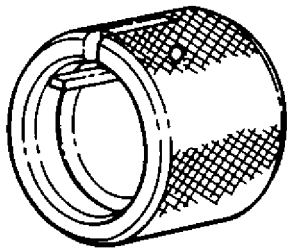
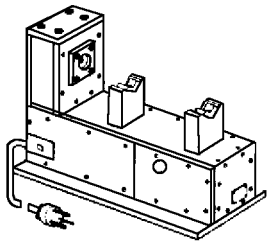

Figure 16. 6797786 Alignment Fixture
Figure 17. 6799575 Torquemeter Outer Shaft Heating Fixture
b. Position inner shaft (5) in vertical position using 6797786 alignment fixture (figure 16) and 6797879 inner shaft support. Heat outer shaft (6) to 400°F(204°C) maximum, using 6799575 heating fixture (figure 17). (Do not chill the inner shaft.) Apply MIL−L−15719 lubricant to sleeves (9 and 10, figure 15) on the inner shaft.